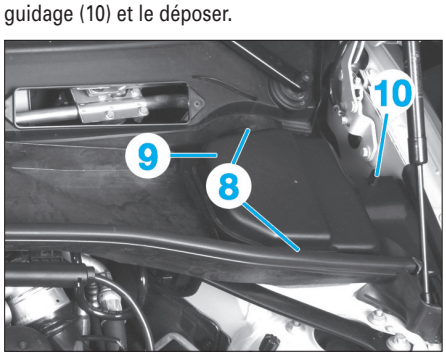

Fig. 14
• Déclipser les attaches de fixation (8) **(Fig.14)**.
• Extraire le recouvrement (9) de son élément de guidage (10) et le déposer.